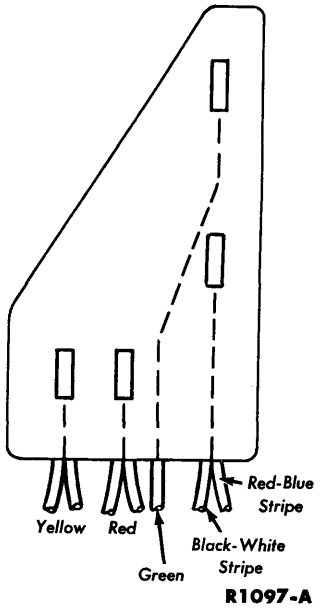

FIG. 13—Relay Wire Connector
3. If voltage is available at the red-blue stripe wire, under the seat assembly, check the connections from the red-blue stripe wire to the seat relay for broken or loose wires (Fig. 13). Repair or replace the wires as necessary. If the wires are all right, check the black wire at the motor for proper connection.
5. Separate the motor green wire at the connector. Operate the seat control switch and test the relay green wire for voltage. Repair or replace the relay, wires, or motor (Fig. 13).